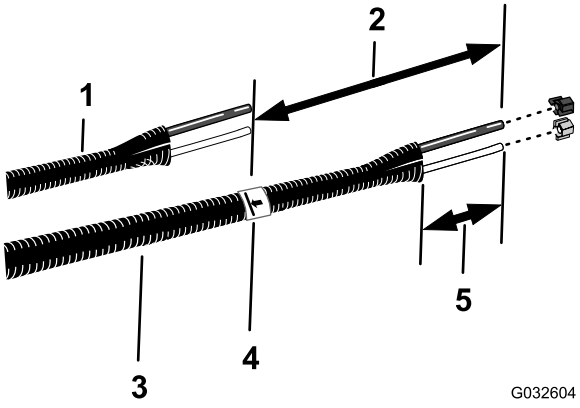

**Figur 12**
6. Juster de gamle væske- og luftrør (Figur 12), så de passer med den nye rørsamling (Toro-delnr. 114-9553).
8. På den nye rørsamling tilføjes 26 cm længde fra det mærke, du lavede i trin 7, rørsamlingen markeres, og rørene skæres over ved det andet (længere) mærke (Figur 12).
10. Fjern 77 til 102 mm af beklædningen omkring hver ende af rørsamlingen (Figur 12).